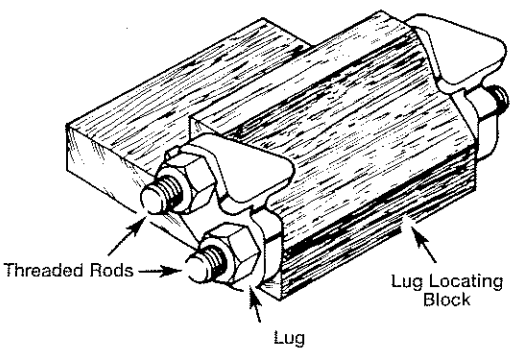

Figure 14: Hinge Lugs Assembled to Locating Block
3. Lug locating block (quantity 1). See Figure 14.
2. Assemble both two-hole hinge lugs to the locating block (supplied) using two 5/8-11 x 7 inch threaded rods and four hex nuts. See Figure 14.